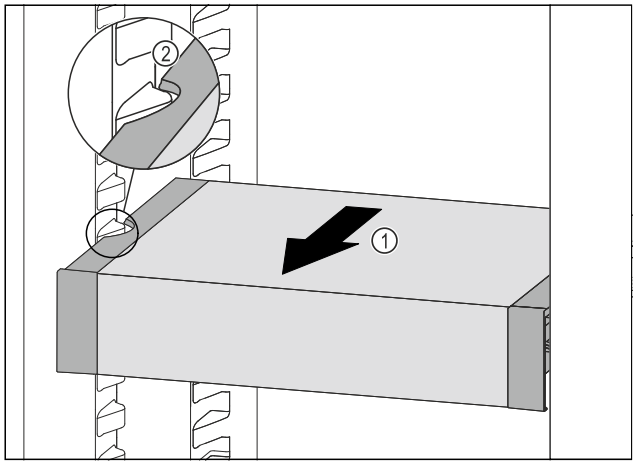

Fig. 174
▶ Pull VarioSafe forwards *Fig. 174 (1)* until the recesses in the side of the VarioSafe are at the level of the support rib in the fridge section. *Fig. 174 (2)*